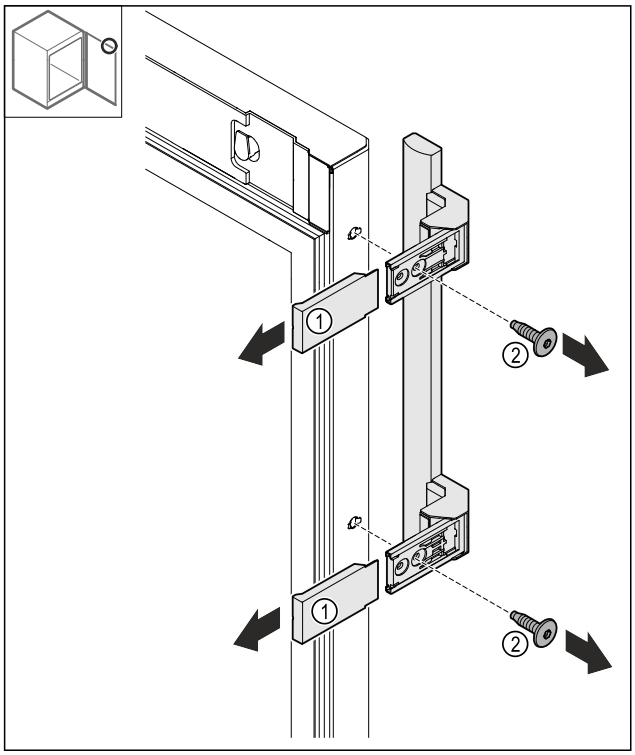

Fig. 20
- ▶ Abdeckungen *Fig. 20 (1)* abziehen.
- ▶ Schrauben *Fig. 20 (2)* lösen.